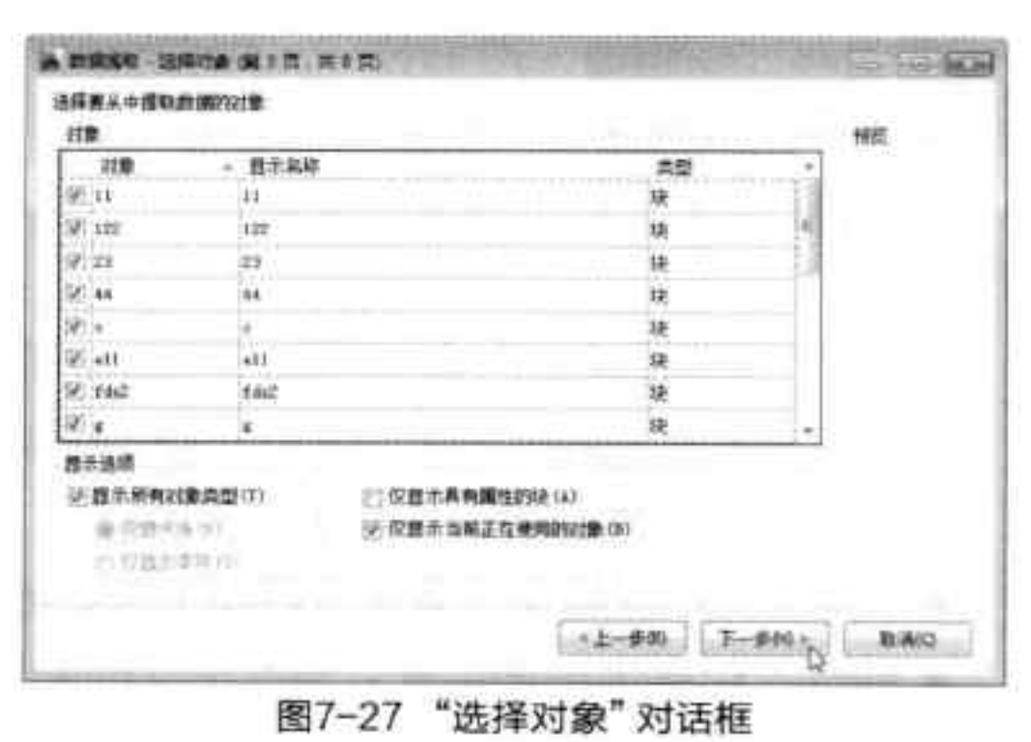

图7-27 “选择对象”对话框
Step 04 稍等片刻，在“选择对象”对话框中，勾选全部对象，单击“下一步”按钮，如图7-27所示。